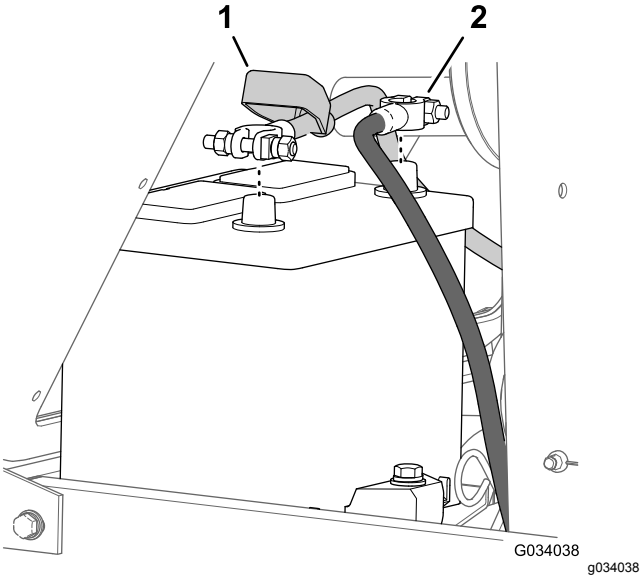

Figur 53
2. Koble den negative (-) kabelen fra batteripolen (Figur 53).
3. Skyv isolatordekselet bort fra batterikabelklemmen (Figur 53).
4. Koble den positive (+) kabelen fra batteripolen (Figur 53).
7. Koble til kablene, den positive (+) kabelen til den positive batteripolen (Figur 53).
8. Koble den negative (-) kabelen til den negative batteripolen (Figur 53).